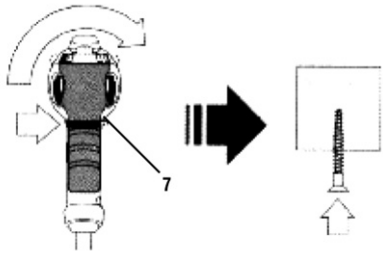

Fig. 4 – Sentido de rotación a la derecha
Para invertir el sentido de rotación del DESTORNILLADOR PFV 514 VONDER, primero es necesario que el mismo esté con el motor completamente parado, en caso contrario podrán ocurrir daños a la herramienta y estos no estarán cubiertos por la garantía. Para girar en sentido horario (atornillar), mover el "selector de reversión" (5) a la derecha, como se muestra en la fig. 4.